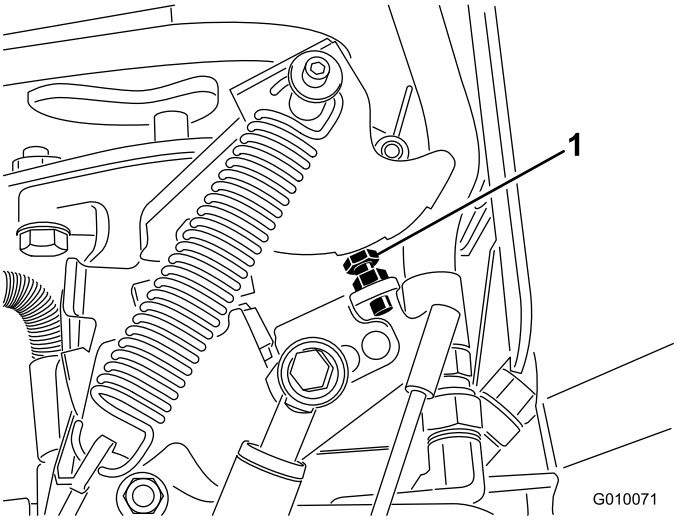

Figur 66
5. Hvis det er nødvendig med justering, vri pumpens stoppbolt (Figur 66) nærmere til stoppeplaten for å redusere hullavstanden eller vri stoppbolten vekk fra stoppeplaten for å øke hullavstanden.